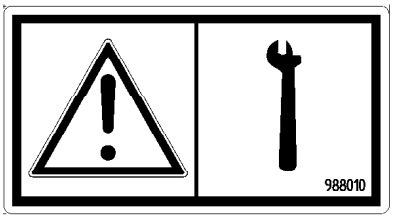

**Fig. 3**
**Plaque d'avertissement 988010 (Fig. 3)**